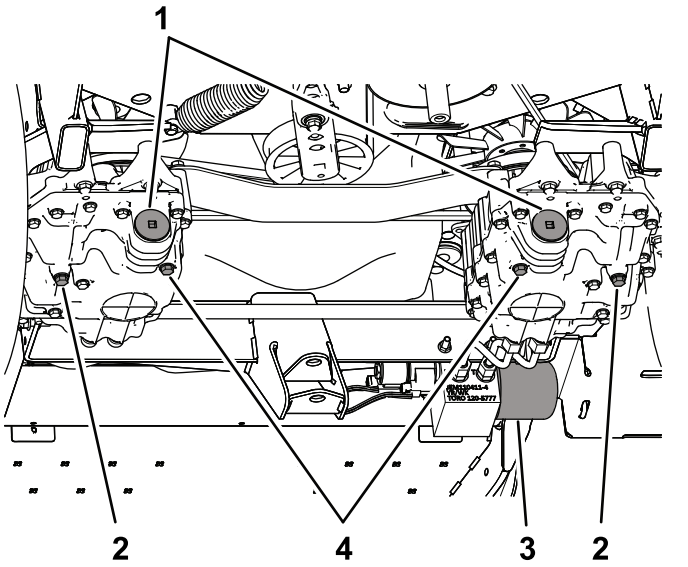

Figuur 69
3. Verwijder de aftapplug aan de kant van de pomp en de aftapplug aan de tandwielzijde (Figuur 69) en laat alle olie weglekken.